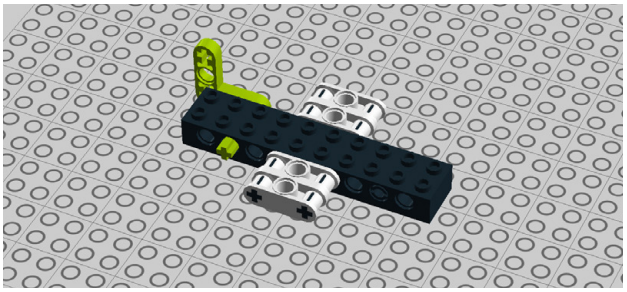

Figure 7-79. *Step 72: Adding another cross axle and securing it with a lever*
72. Add a 3M cross axle and secure it on one end with a 3x3 lever, as shown in Figure 7-79.